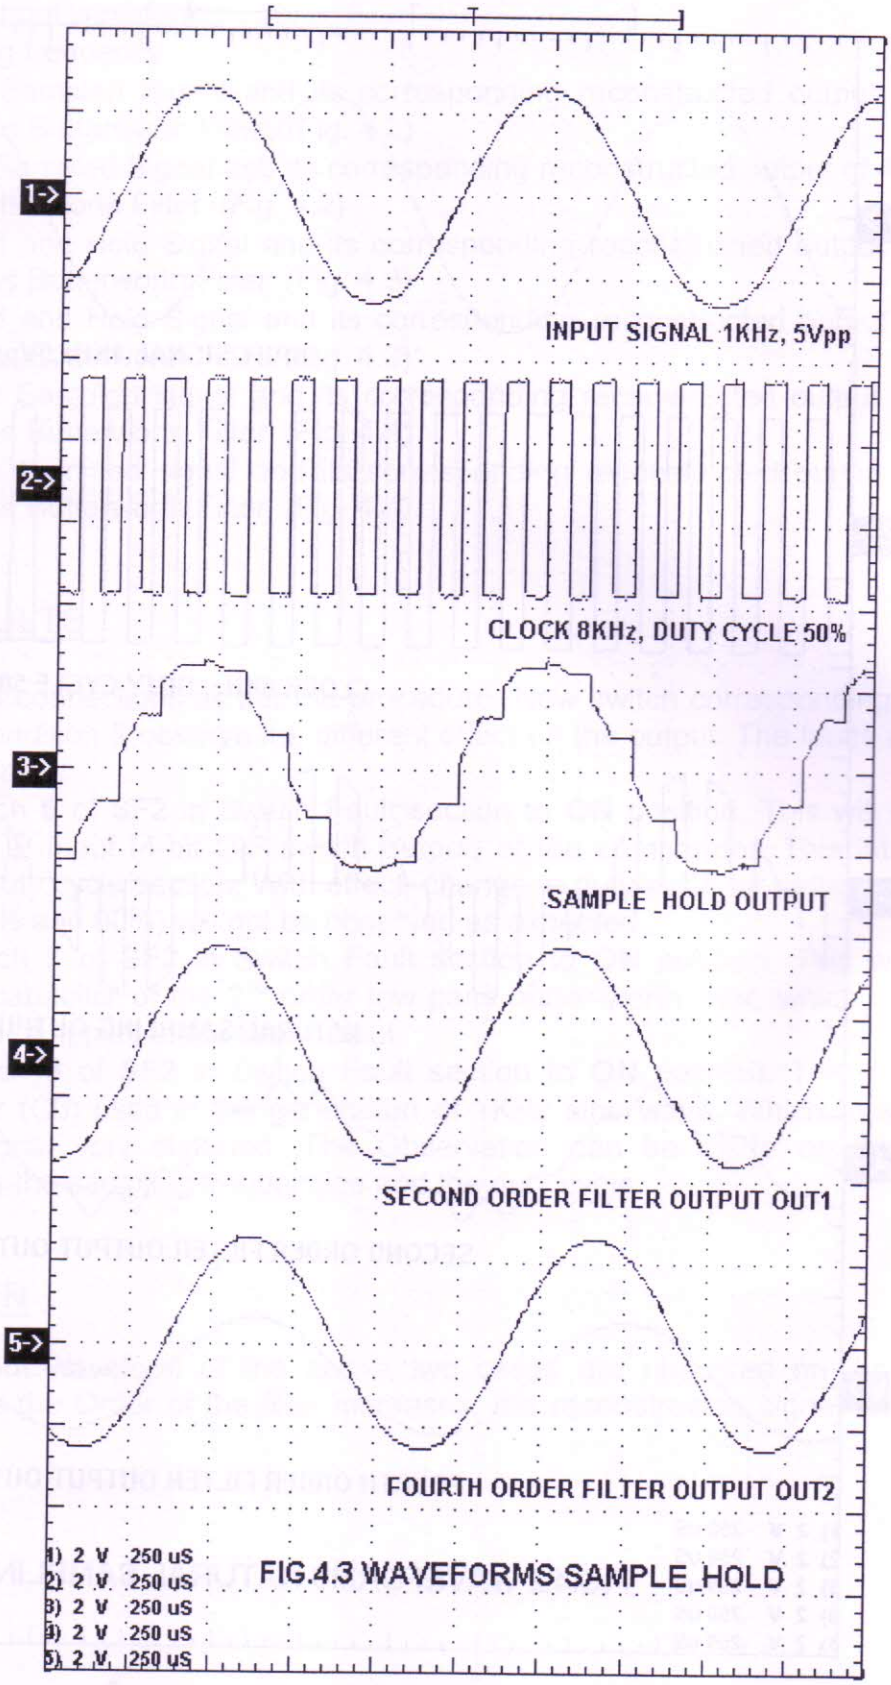

FIG.4.3 WAVEFORMS SAMPLE _HOLD
- Sampled and Hold Signal and its corresponding reconstructed output of 2nd order Low Pass Butterworth Filter. (Fig. 4.3)
- Sampled and Hold Signal and its corresponding reconstructed output of 4th order Low Pass Butterworth Filter. (Fig. 4.3)